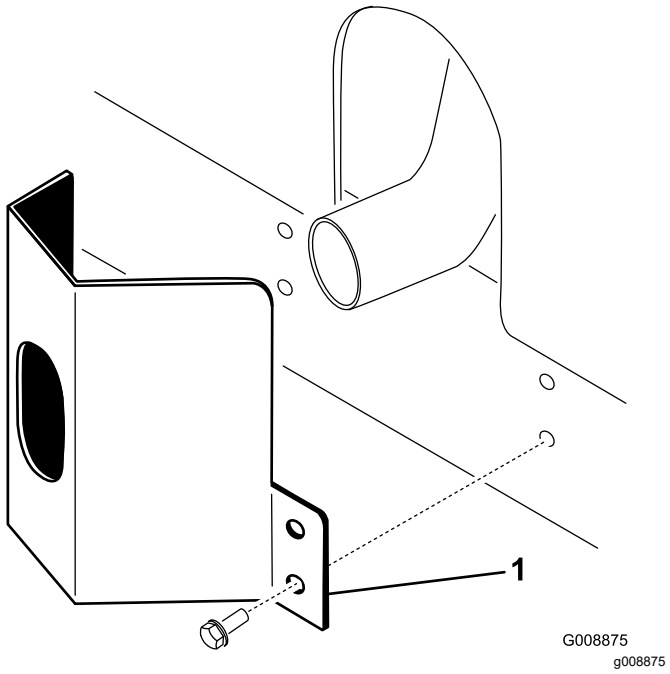

Rysunek 11
1. Należy zgrać otwory montażowe osłony wydechu z otworami w ramie (Rysunek 11).
2. Przykręć osłonę do ramy czterema blachowkrętami (Rysunek 11).